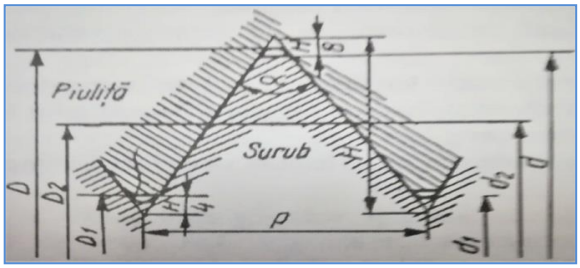

Figura 2
- Semnificațiile notațiilor sunt următoarele: *(Figura 2)*